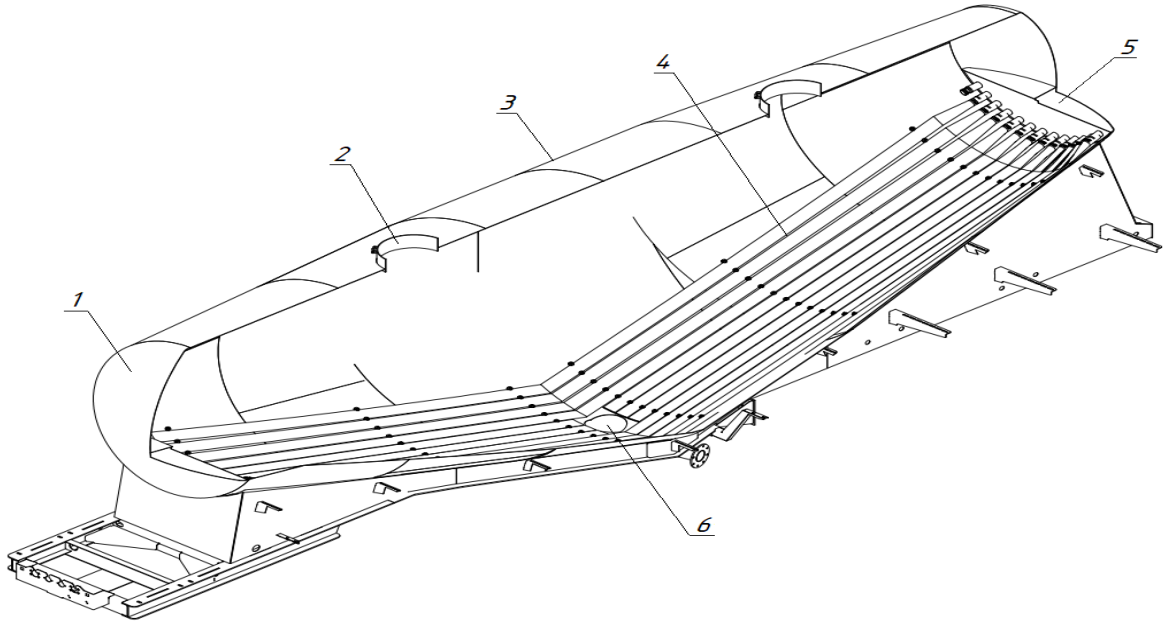

Рис. 2.3 – Колба полуприцепа
Колба полуприцепа (см. рис. 2.3) представляет металлический сварной корпус, толщиной не менее 4 мм, которая устанавливается на раму. Корпус колбы включает в себя обечайки (3), радиусные торцевые стенки (1), нижнюю горловину для разгрузки (6), загрузочные люки (2), коллектор для подачи сжатого воздуха (5), аэрационные рукава (4).
Система выгрузки (см. рис. 2.3) состоит из аэратора (4), разгрузочной горловины (6) и инжектора. В зависимости от исполнения полуприцепа конструкция этих узлов может быть различной. Воздух из компрессора при подаче в пространство аэратора просачивается через микропоры и приводит выгружаемый материал во взвешенное состояние (смесь воздуха и выгружаемого материала – пульпа).